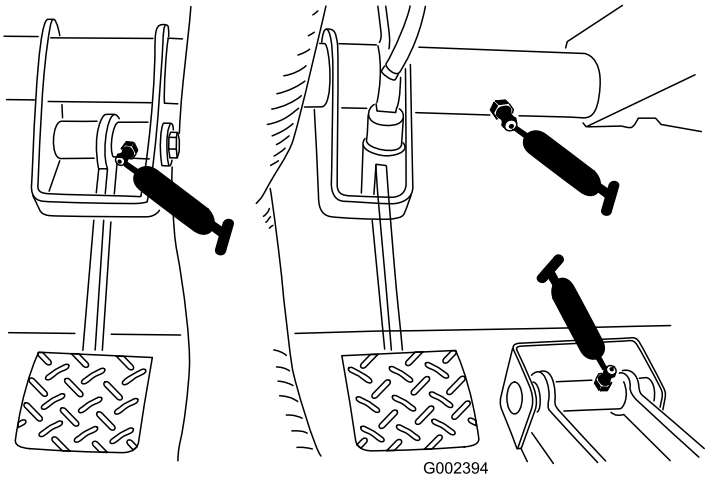

Figur 41
- Kobling (1), speeder (1) og bremse (1) som vist i Figur 41